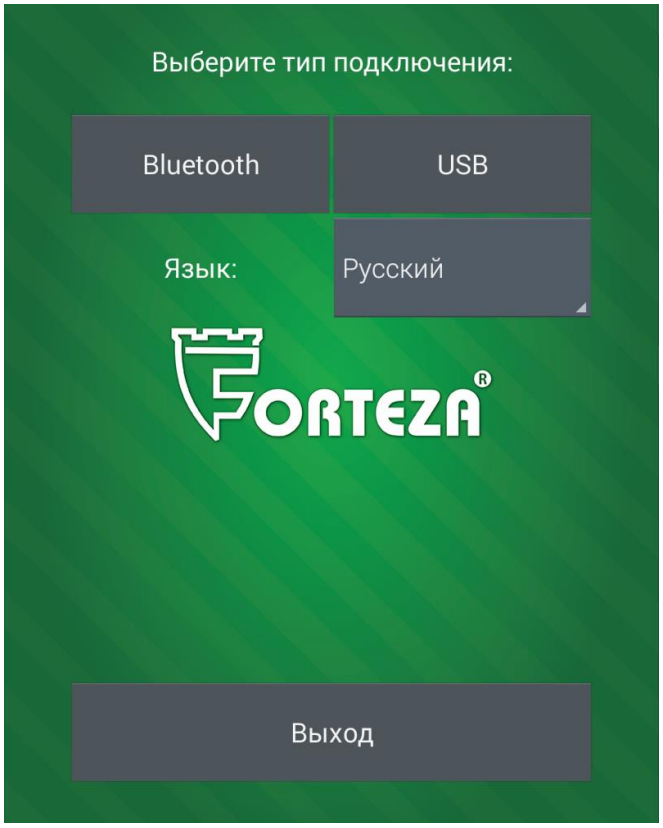

Рисунок 2.14
2.3.7.3.1.2 Запустить на Android устройстве программу «FM UNI» (рисунок 2.14).